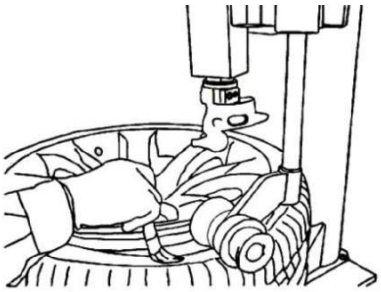

Rys. 8
- Użyj żelazka montażowego między zgrubieniem opony a przednią częścią głowicy montażowej i przesuń oponę nad głowicą montażową, jak pokazano na Rys. 8 jest pokazany.
- Trzymane w pozycji z żelazkiem montażowym, jak na Rys. 8 Obróć gramofon zgodnie z ruchem wskazówek zegara, naciskając całkowicie pedał kierunkowy.
Opona może zostać wypchnięta z głowicy montażowej ze względu na wiek. Aby temu zapobiec, obróć głowicę o 1-2 cm w kierunku przeciwnym do ruchu wskazówek zegara, jak na Rys. 8, obracając zgodnie z ruchem wskazówek zegara.